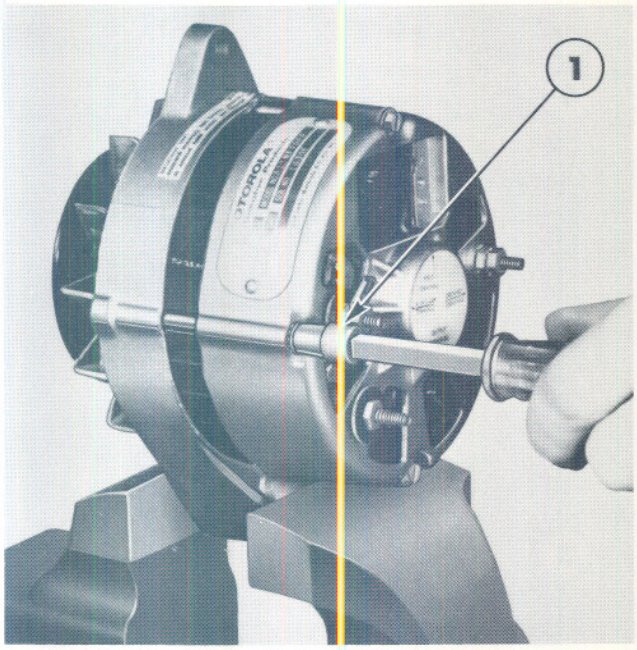

Figure 59
3. Install the through bolts, Figure 59, and tighten evenly. Spin the rotor to test for freedom of the bearings and rotor.